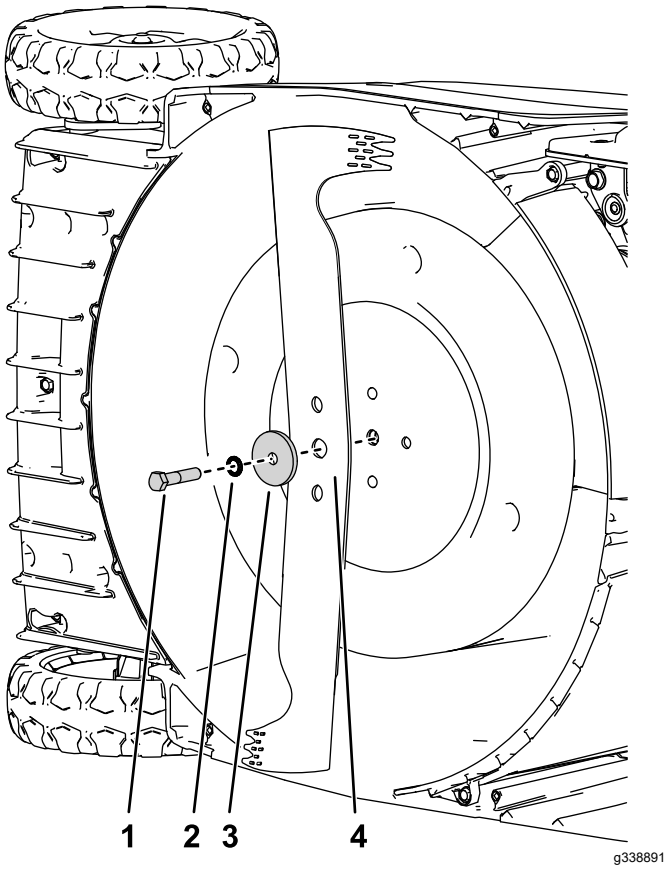

Figuur 26
5. Monteer het nieuwe mes en alle bevestigingselementen (Figuur 26).